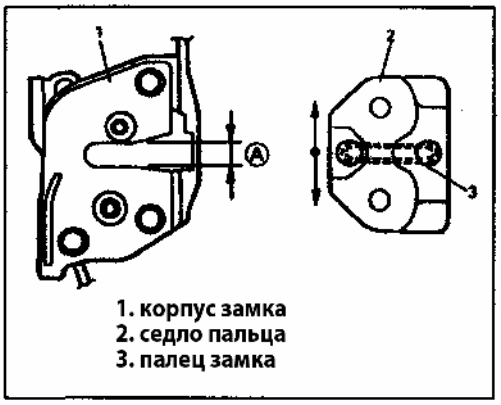

Рис. 808
- Установите палец замка (Рис. 808).